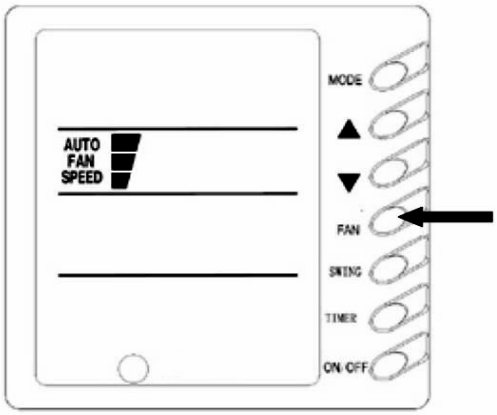

Abb. 3
2) Gebläse einstellen (Abb. 3)